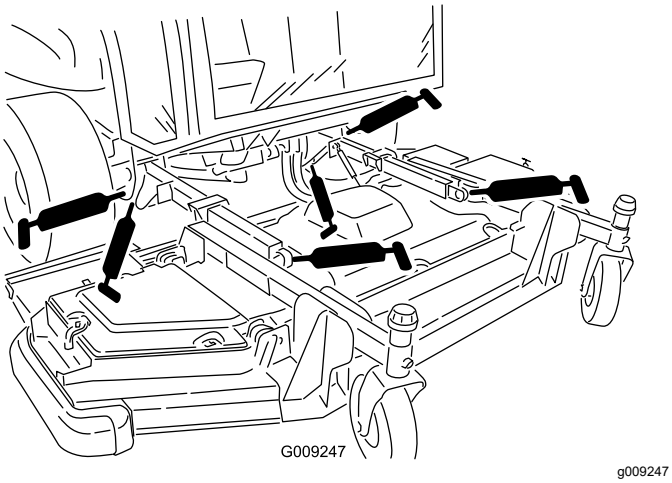

Figur 84
- 2 lyftarmsbussningar (Figur 84)
- 2 lyftarmskulleder (Figur 84)
- 2 lyftcylindertappar för främre däcket (Figur 84)